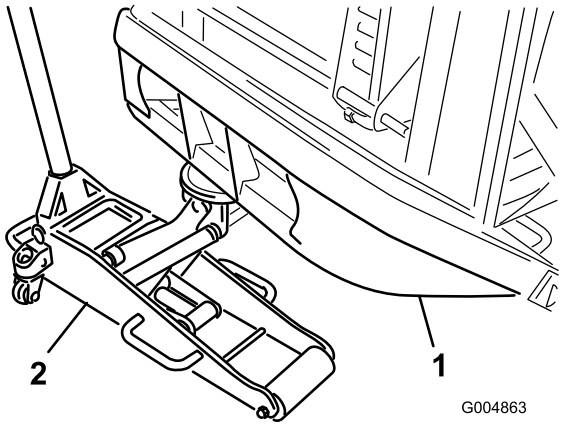

Figur 94
5. Placer en egnet donkraft under bageste kofangerrør, og hæv bagdækkene fri af jorden (Figur 94).